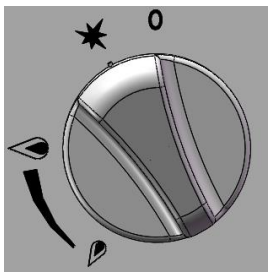

Fig.3
2. Poi girare la manopola in senso antiorario alla posizione "✸" (Fig.3).
①girare la manopola in senso orario alla posizione "✸" (Fig.3) e il fuoco di bruciatore è estinto, ma non è ancora spenta la fiamma di pilota.
②Continuare a girare la manopola in senso orario a posizione "O" e adesso, anche la fiamma di pilota è estinta e la valvola è chiusa completamente.